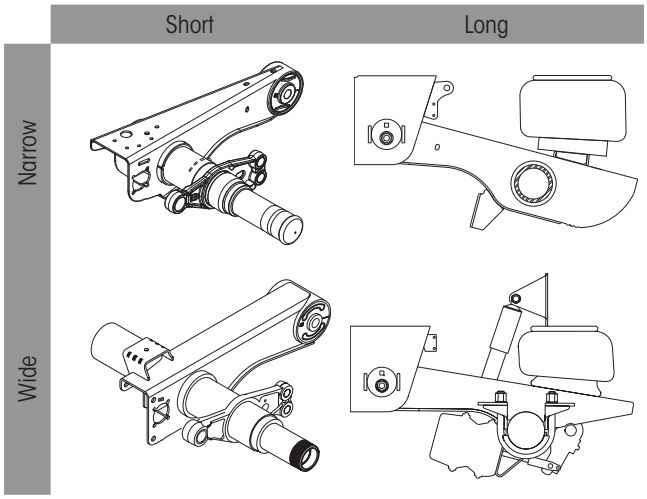
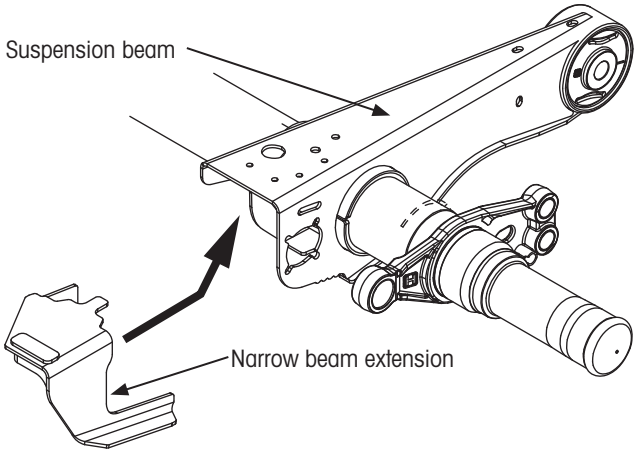
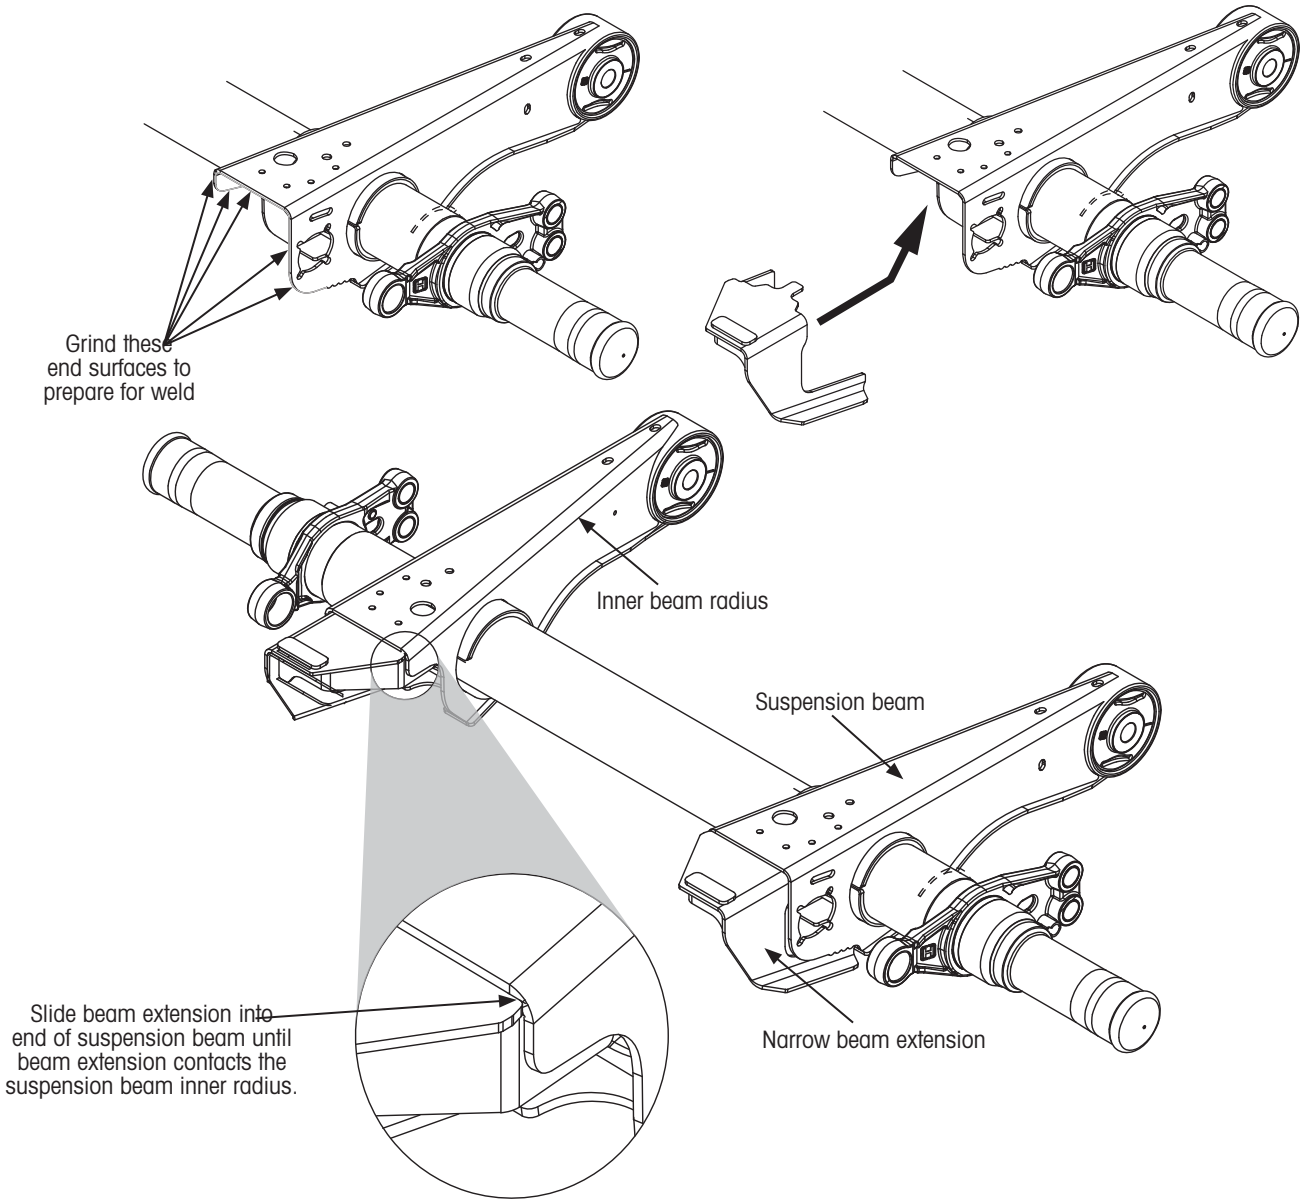

Figure 61: Suspension beam types
Figure 64: Narrow suspension beam with beam extension
Figure 65: Prepping narrow suspension beams for welding and installing the beam extensions
If installed as an aftermarket SURELOK® kit, existing suspension beams are likely standard suspension beams which are too short (Figure 61) to extend below the SURELOK lock assembly arms. In this case the specified kit should include beam extensions, which are installed according to the applicable procedure defined in this section and in the included installation drawing[1].
The steps in this procedure apply to all INTRAAX® AANT and VANTRAAX® HKANT narrow bushing suspensions with standard suspension beams (Figure 61 and Figure 64) and no SURELOK currently installed. Applicable suspensions and SURELOK kits include:
1. **Prepare** the ends of each rear suspension beam for welding (Figure 65). Using a grinder, remove paint, debris and all foreign material from the ends of each rear suspension beam.
2. **Slide** a beam extension into the end of the rear suspension beam as far as it will go. It is designed to be self positioning. Make sure the entire extension is inside the suspension beam as shown in Figure 64 and Figure 65.
3. Using a C-clamp or other suitable device, **temporarily clamp** the extended tab of the extension to the inside top surface of the suspension beam. The extension must be parallel with the top of the suspension beam (Figure 65).